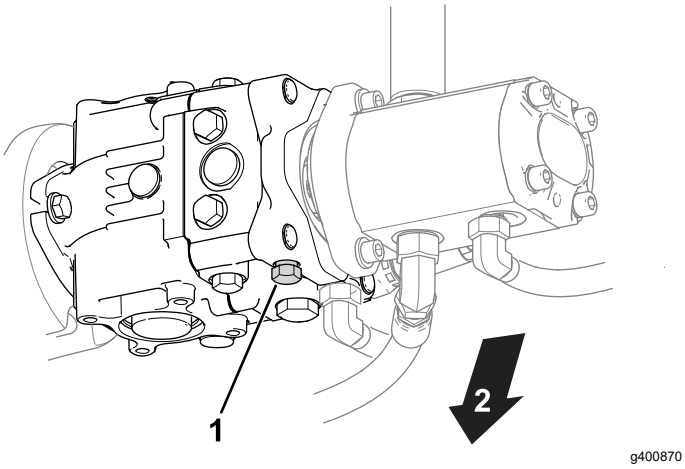

Figuur 31
1. Ga naar de omloopklep op de pomp (Figuur 31).